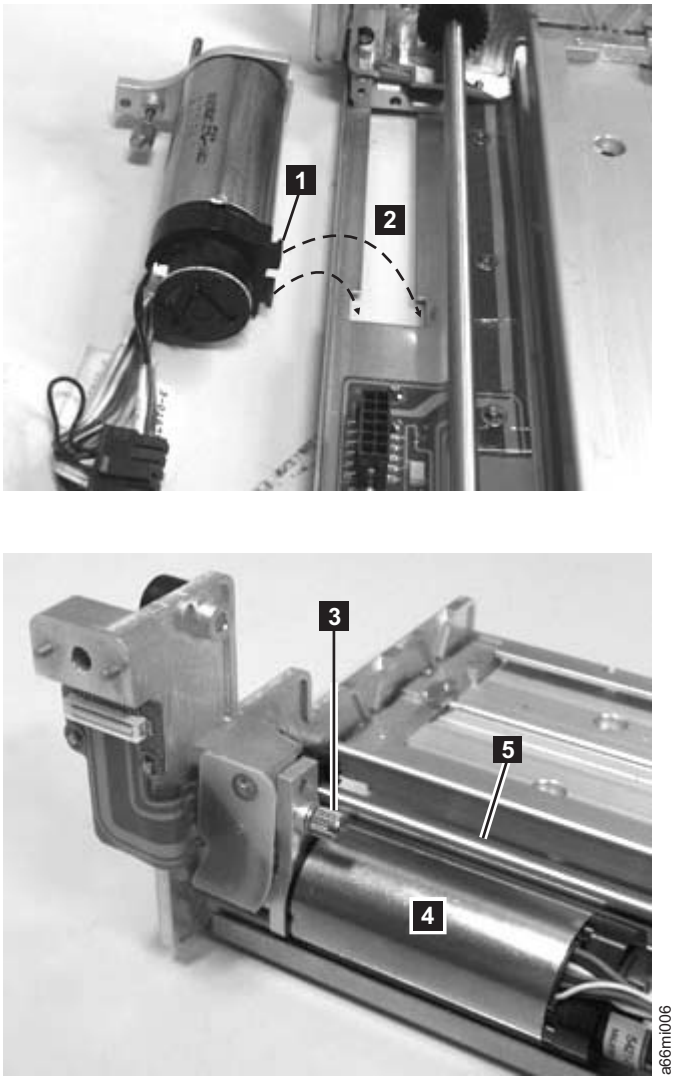

Figure 7-64. Correct Y motor position
1. Ensure that the black plastic piece on the wiring end of the motor (**1** in Figure 7-64 on page 7-62) fits into the slot in the base plate (**2** in Figure 7-64 on page 7-62
Note: The top of the motor (4 in Figure 7-64) must be parallel with the Picker guide rod (5 in Figure 7-64).